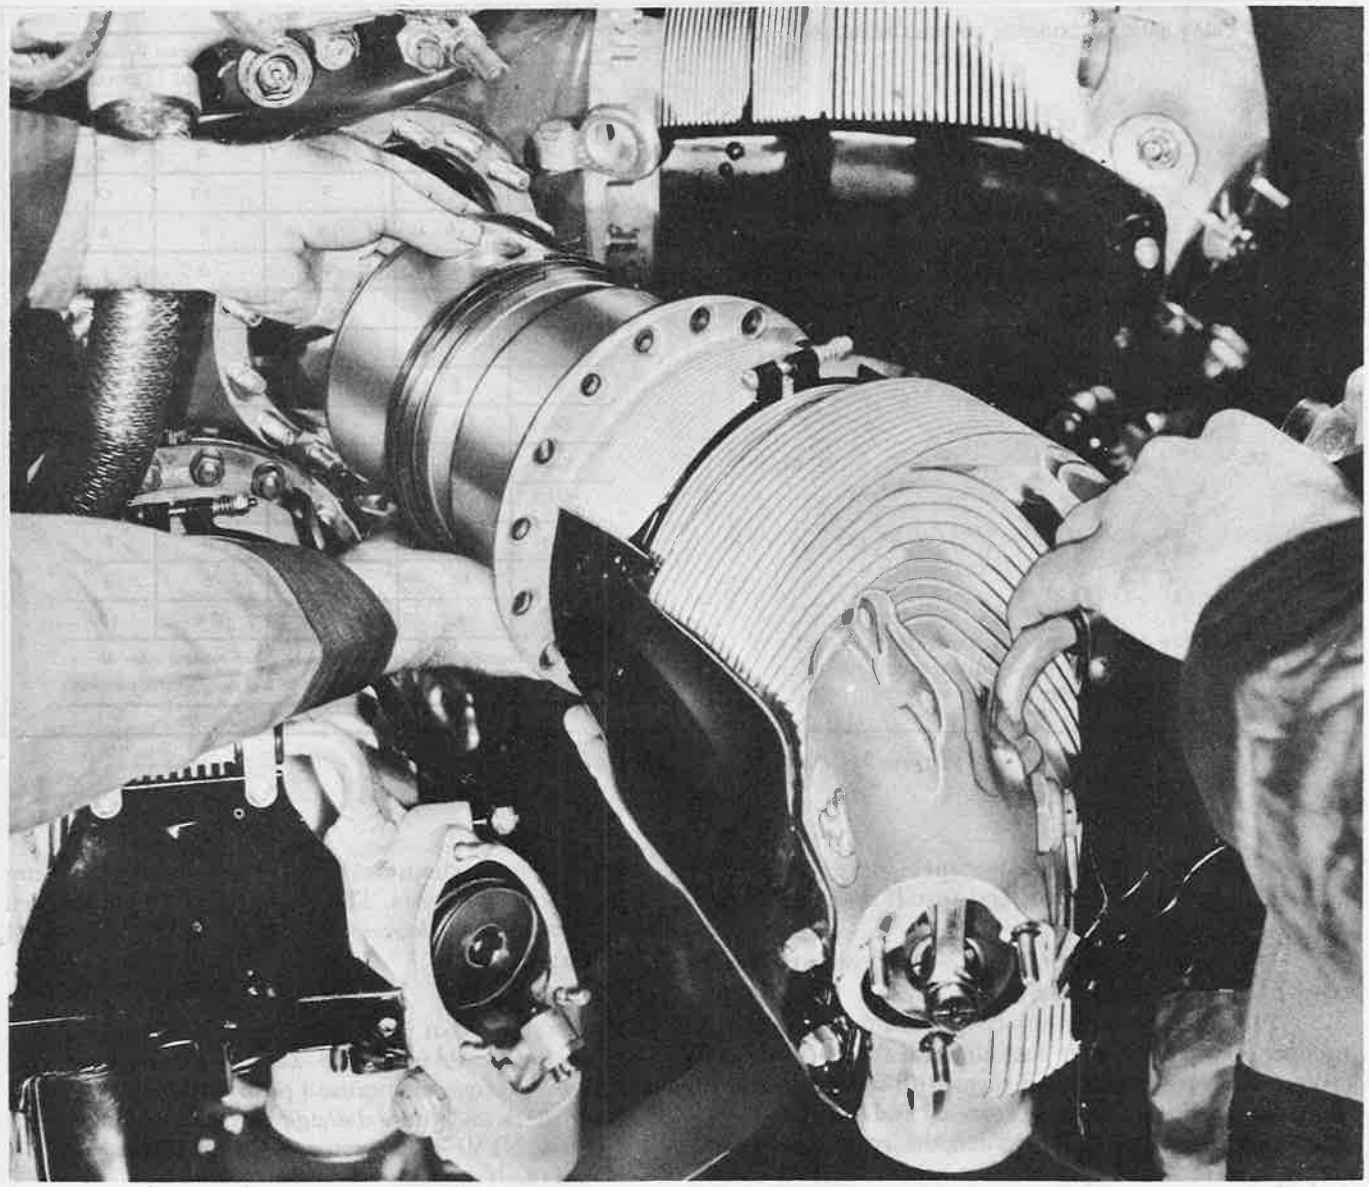

Figure 211—Removal of Cylinder
(b) REMOVAL.—Top overhauling of an engine is not recommended except in case of emergency. If it becomes necessary to remove a cylinder for inspection or other purposes, the following steps contain the necessary information for the performance of this work. (See figure 211.)
10. Remove the cylinder hold-down nuts and washers, using PWA-1633 and 1634 wrenches. Pull the cylinder from the engine. *DO NOT* allow the piston to fall against the adjacent cylinders. Handle the cylinder carefully to prevent damage to the lower skirt of the cylinder barrel. (See figure 211.)